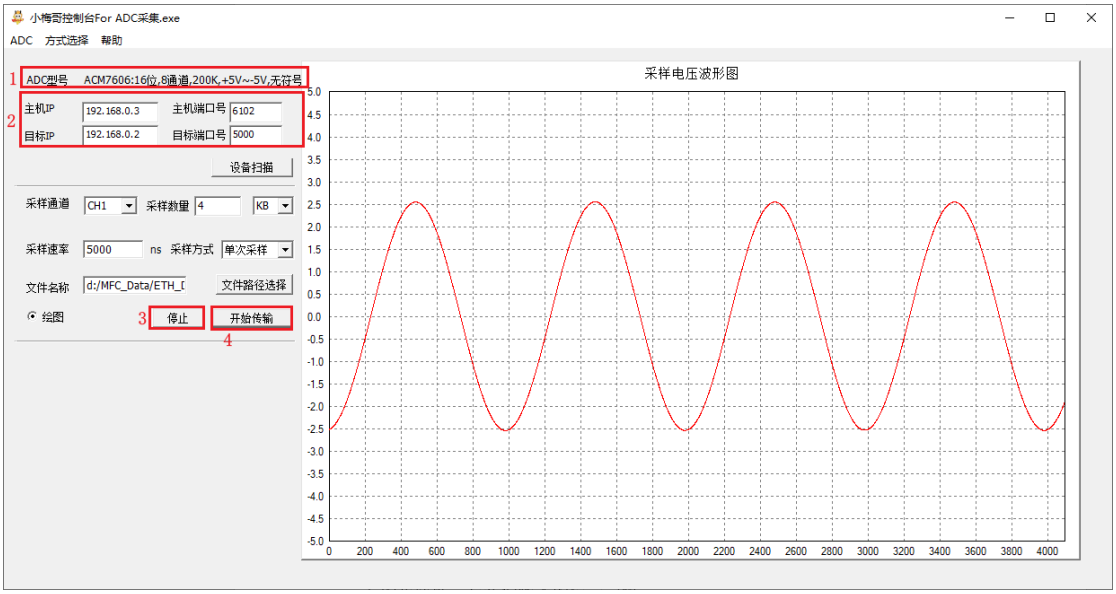

图 1-40 数据采集上位机显示图
5. 点击开始传输之后，可以看到在右边采样电压波形图界面可以直观看到波形图，如下图 1-40 所示。需要注意的是波形图的横坐标对应的不是频率，而是采样数量。